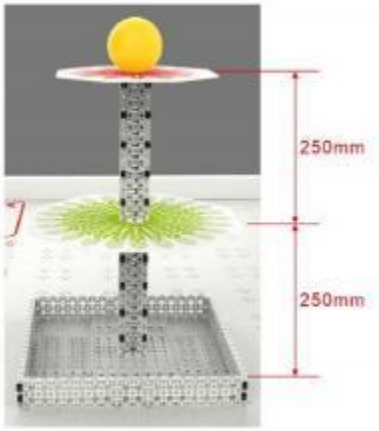

图 4 种植塔区及种植塔高度示意图
1.种植塔区：每个基础场地中央有种植塔，分底（正方形，边长约 370mm,四周有一圈高约 50mm 的围栏）、中（正八边形，直径≤360mm，绿色稻穗纹）、顶（正八边形，直径≤260mm，红色麦芒纹）三层，中层离地 250mm±5，顶层离地 500mm±5，顶层放置“五谷宝珠”（黄色球体，直径约 90mm，EVA 塑料泡沫材质），如图 4 所示。